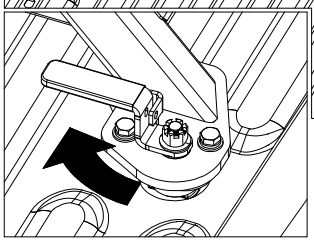

FIGURE C2: View of closed latch handle
3. ***Prepare to adjust latch tension.*** Once the base is in place, remove the cotter pins from each of the four castle nuts. Engage the cams with each attachment point by turning the latch handles back to their locked position, see Figure C2. If a handle will not turn easily, loosen the castle nut until the cam will freely turn and engage the attachment point.